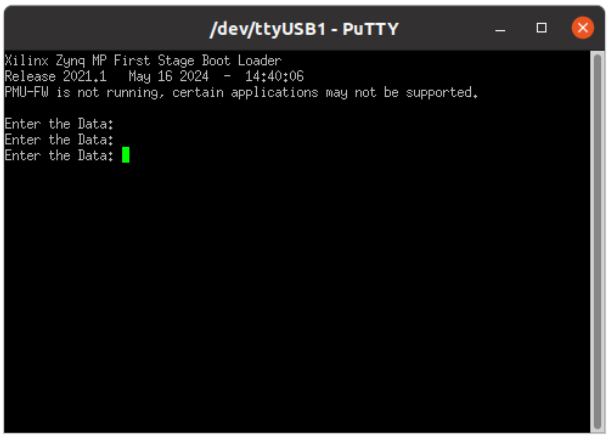

Figure 34: Putty Serial Console
7. On successful run, you will see the "Enter the Data: "message on the **PuTTY** terminal as figure 34.